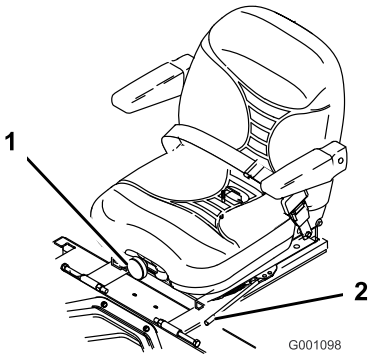

Figur 24
1. Sædet kan justeres ved at flytte håndtaget til siden for at låse sædet op (Figur 24).
Drej på knappen foran på sædet for at opnå den mest behagelige position (Figur 24).